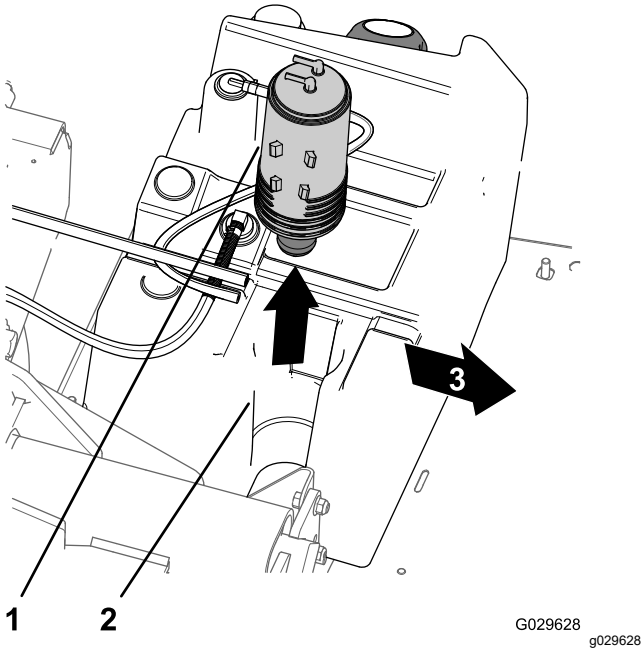

Figuur 45
3. Til de koolstofhouder van de koolstofhouderbevestiging in de brandstoftank (Figuur 45).
7. Plaats de nieuwe koolstofhouder in de koolstofhouderbevestiging van de brandstoftank met de afvoerfitting en de fitting voor de brandstoftank naar achteren uitgelijnd (Figuur 45).